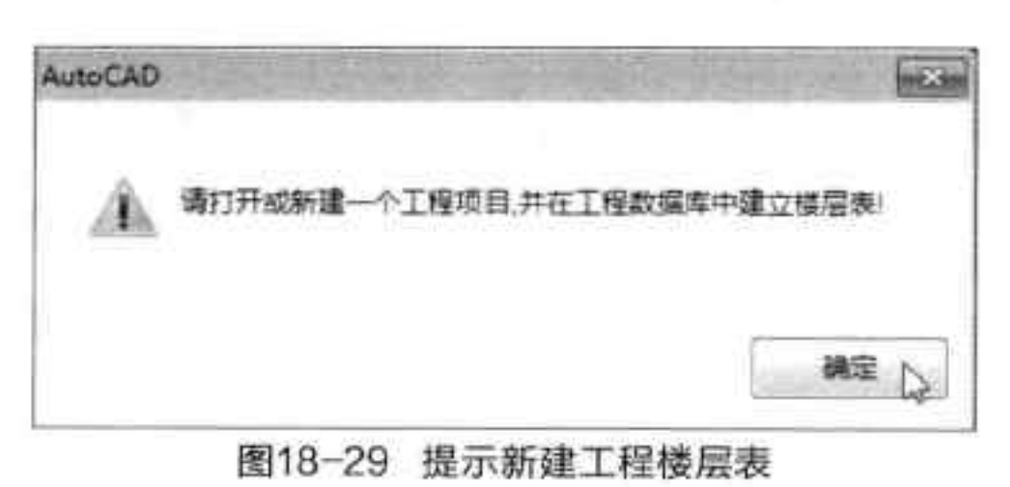

图18-29 提示新建工程楼层表
Step 01 启动天正建筑 2013 软件，打开“创建立面图.dwg”文件，执行“立面 > 建筑立面”命令，打开“AutoCAD”提示框，单击“确定”按钮，如图 18-29 所示。